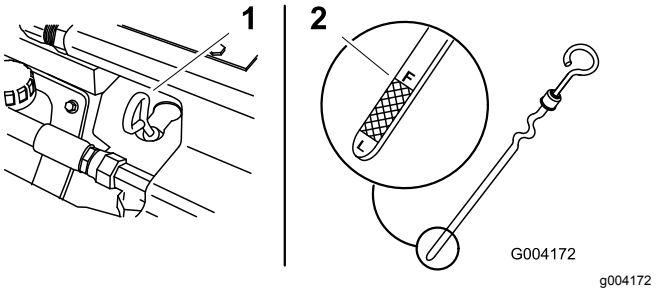

Figuur 35
4. Reinig het gebied rond de oliepeilstok (Figuur 35).
5. Trek de peilstok uit en veeg het metalen deel met een doek schoon (Figuur 35).
6. Schuif de peilstok helemaal in de buis (Figuur 35).